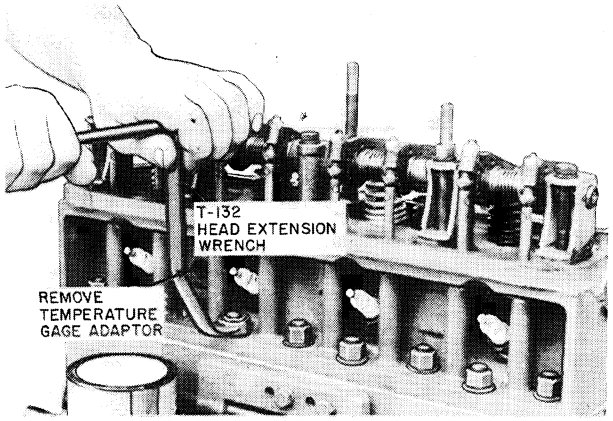

Fig. B-10. Using Wrench Extension
4. Using the special T-132 Torque Wrench Extension, loosen the cylinder head stud nuts as shown in Fig. B-10.